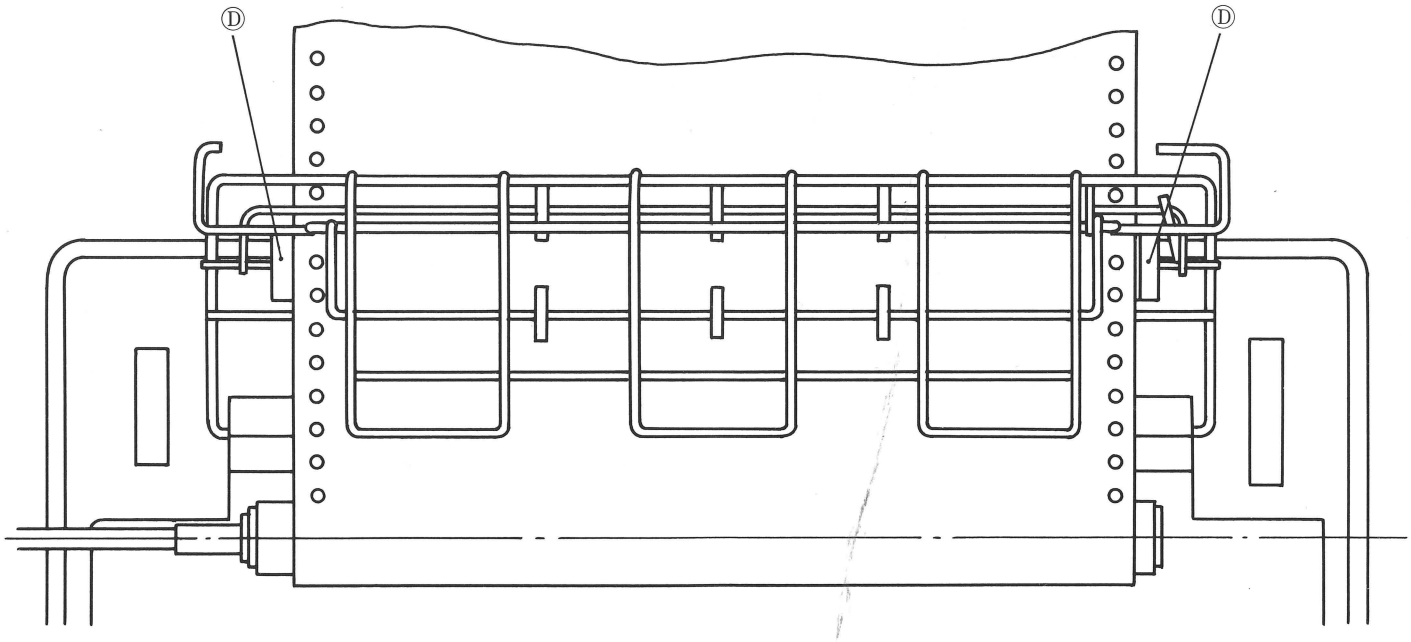

Fig. 5
9. Set the paper guide (D) to match the paper width. (Fig. 5)